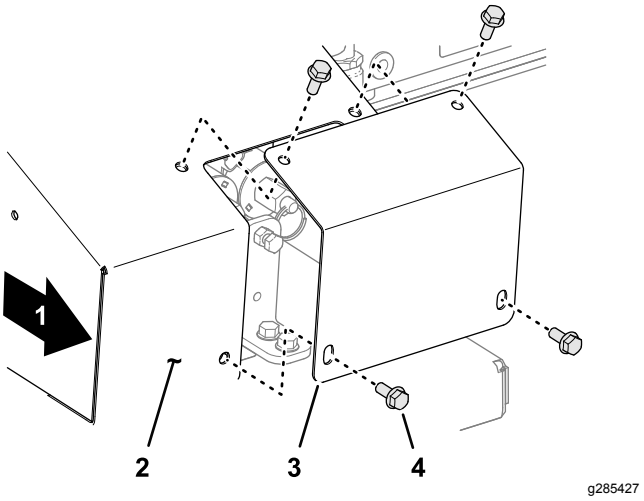

Rysunek 27
1. Z prawej strony maszyny odkręć 4 śruby kołnierzowe mocujące pokrywę do osłony sterowania ręcznego (Rysunek 27).